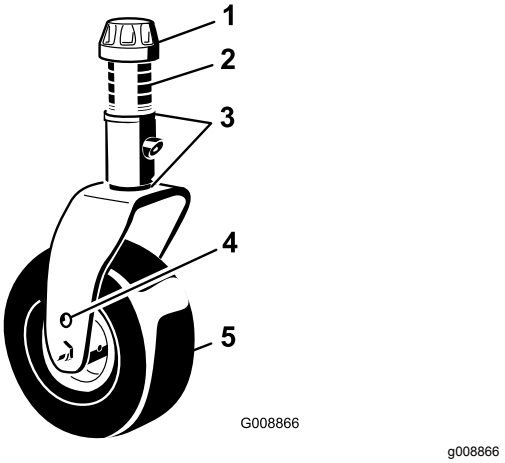

Figuur 73
1. Verwijder de klemkapjes van de spilas en schuif de as uit de zwenkwielarm (Figuur 73).